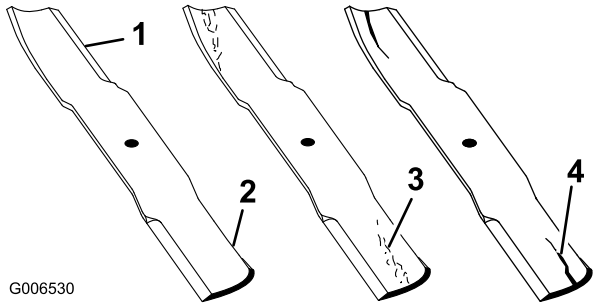

**Figur 49**
1. Undersøk kniveggene (Figur 49). Hvis kniven er sløv eller hvis det er hakk i den, må den tas av og slipes. Se Slipe knivene.
2. Undersøk knivbladene, spesielt buen (Figur 49). Hvis du finner skader, slitasje eller ser at det begynner å bli hull i denne delen av kniven (del 3 i Figur 49), må den skiftes ut øyeblikkelig.